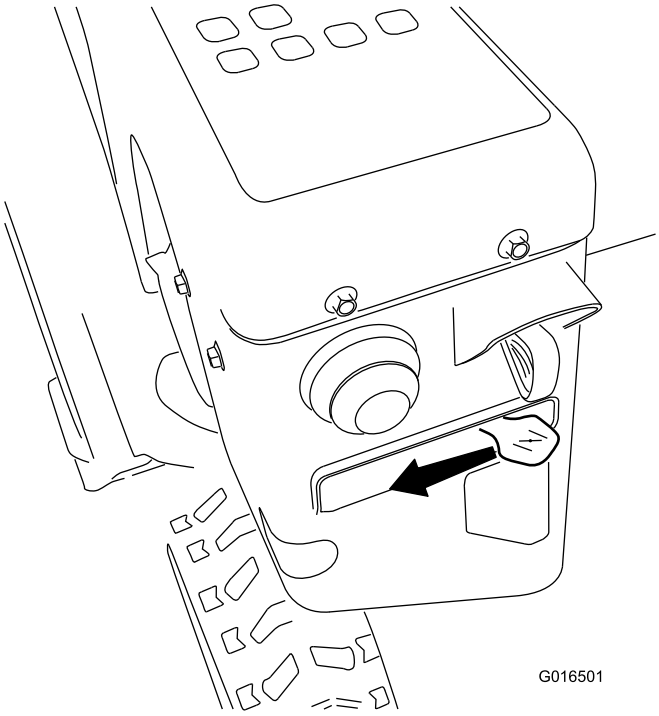

**Figur 27**
5. För choken till CHOKEläget (Figur 27).